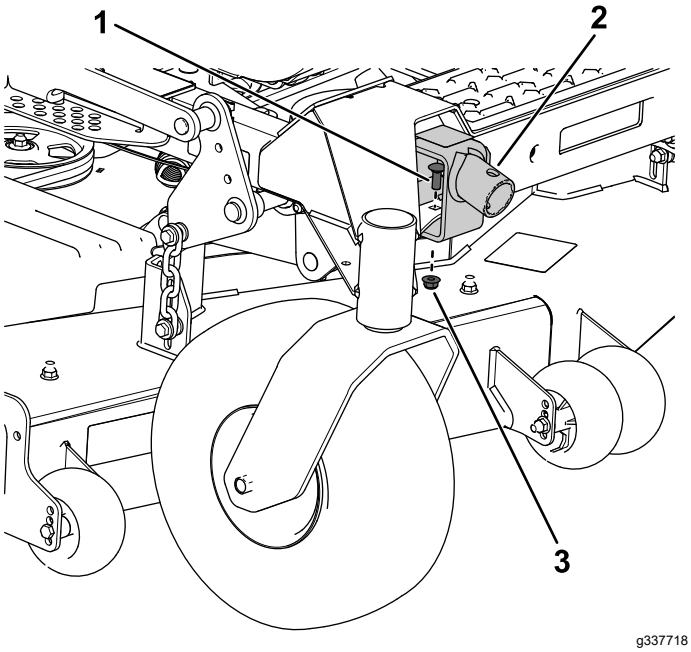

Figure 1
If you have the Bagger Kit installed, you need to install the jack mount on the right side of the frame (Figure 1).
1. Align the holes in the jack mount with the holes in the front of the frame (Figure 1).
2. Secure the jack mount to the front and underside of the frame using 2 carriage bolts (3/8 x 1 inch) and 2 locknuts (3/8 inch) as shown in Figure 1.